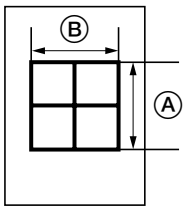

Figure 1-4-1
3. Measure Ⓐ and Ⓑ on the VTC pattern (Figure 1-4-1), and perform the following adjustments if they are different from the correct sizes: